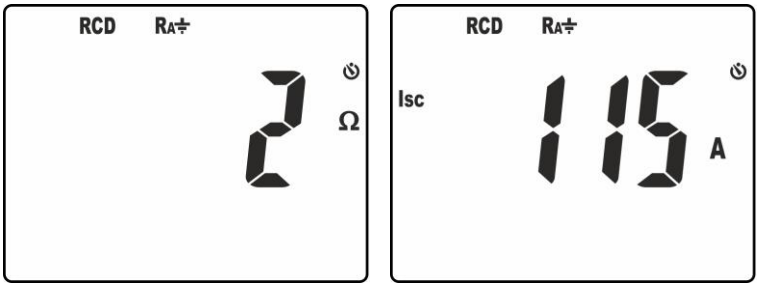

Fig. 22: Resultados da medição da resistência global de terra
9. No ecrã da Fig. 22 – parte esquerda é apresentado o valor da resistência global de terra. Premir os botões ▼/💡 ou ▲ para visualizar o valor da corrente de curto-circuito provável **Isc** (consultar o § 9.3)